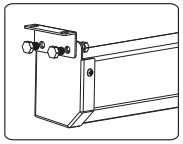
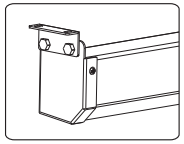

figure 1
figure 2
a.Wood wall: using a tape measure, measure the distance between the two keyholes on the casing (Figure 1) . According to the measurement, use the drill to drill identical holes of the appropriate size on the wall (use a smaller drill bit than the actual screws) and ensure that it is level (Figure 2 & 3). Screw in the appropriate screws, use ¢ 5x60 wood screw for drywalls , leaving enough space at the end to hang the casing (Figure 4) . To ensure that the screen is level, use a level to check (Figure 5).
b.Concreted wall: using a tape measure, measure the distance between the two keyholes on the casing (Figure 1) . According to the measurement, use the drill to drill identical holes of the appropriate size on the wall (use a smaller drill bit than the actual screws) and ensure that it is level (Figure 2 & 3). Screw in the appropriate screws, use ¢ 5 x 40 tapping screw with anchor for drywalls , leaving enough space at the end to hang the casing (Figure 4) . To ensure that the screen is level, use a level to check (Figure 5).
Using a tape measure find out the distance between the two keyholes on the casing (Figure 1). According to the measurement, use the drill to drill identical holes of the appropriate size on the ceiling and ensure that it is level (Figure 2 & 3) . Screw in the hook screws (not provided), and lift the screen into the hook screws to hang (Figure 4). To ensure that the screen is level, use a level to check (Figure 5).